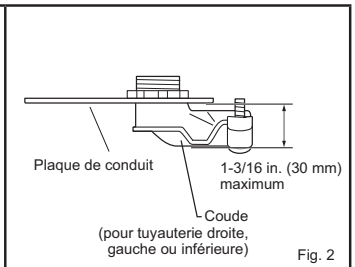

Fig. 2
5) Fixez le joint droit (pour la tuyauterie arrière) / le coude (pour tuyauterie droite, gauche ou inférieure) à la plaque de conduit à l'aide d'un contre-écrou. Le filetage du tuyau de conduit / du coude apparaissant à l'intérieur doit être inférieur à 3/8 in. (10 mm). (Fig. 1) A l'extérieur, le coude doit sortir de moins de 1-3/16 in. (30 mm). (Fig. 2)